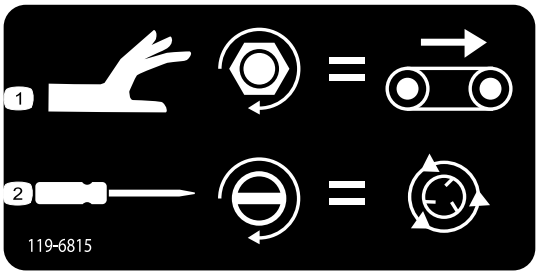

**Figuur 46**
- Om de snelheid van de lopende band aan te passen (Figuur 46), draait u de knop rechtsom. Gebruik de maximale snelheid van de lopende band van het kleurgecodeerde bedieningssysteem wanneer u geen hydraulische stroom heeft. Deze instelling is nuttig als de hopper vol is met zand.
- Om de spinnersnelheid af te stellen (Figuur 46), gebruikt u een schroevendraaier met platte kop. Draai de schroef rechtsom om de snelheid te doen toenemen of draai de schroef linksom om de snelheid te doen afnemen.